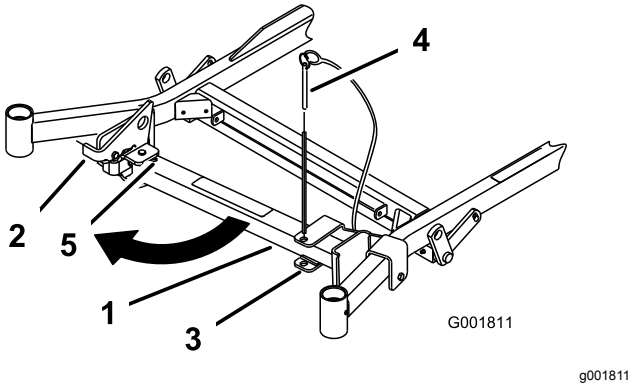
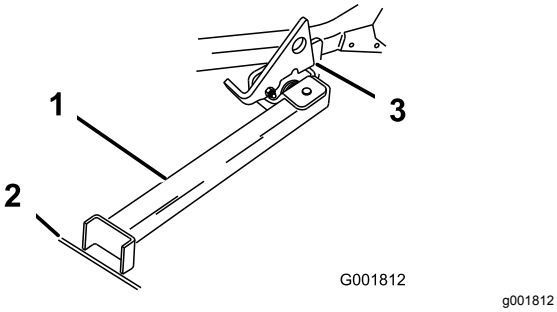

Figure 47
Figure 48
2. Retirez la goupille du support (Figure 47).
4. Dépliez le pied du support et poussez le support vers la machine en l'engageant dans le bas de la fente (Figure 47 et Figure 48).
5. Posez le pied du support sur le sol et appuyez le verrou sur la languette de pivot (Figure 48).
Remarque: Pour obtenir des résultats optimaux, placez le pied du support dans des fissures du trottoir ou dans la pelouse (Figure 48).
7. Conduisez la machine sur le support. Arrêtez-vous quand le verrou retombe sur la languette en position verrouillée (Figure 48).
5. Ramenez le support à sa position de repos (Figure 47).